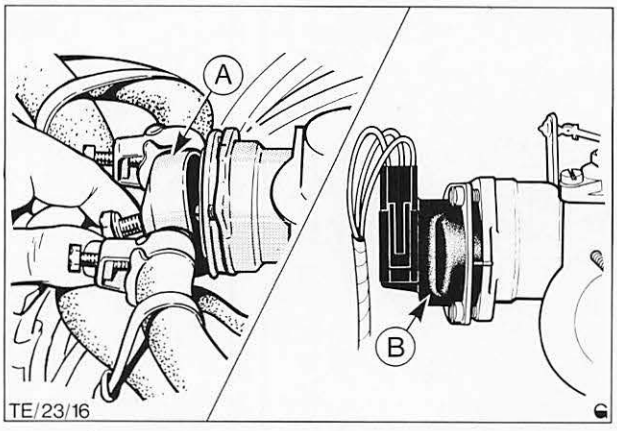

Abb. 157 Äußeres Gehäuse – Startautomatik abbauen
4. Schrauben (3) entfernen, äußeres Gehäuse der Startautomatik mit Thermofeder komplett abbauen und Abschirmscheibe aus dem Startautomatikgehäuse entfernen, Abb. 157.